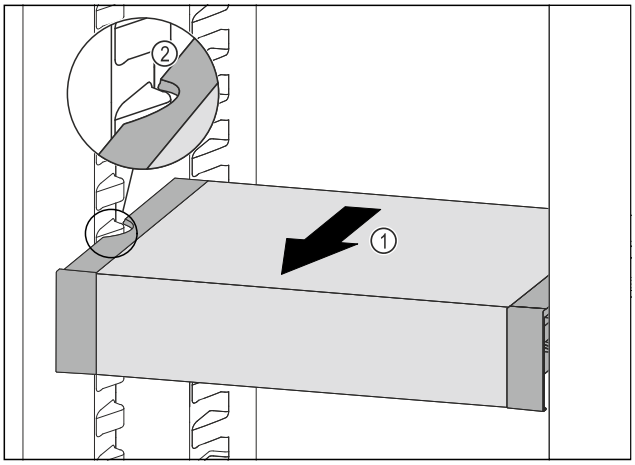

Fig. 187
▶ Trageți în față VarioSafe *Fig. 187 (1)*, până când degajările laterale ale VarioSafe se află la înălțimea nervurii recipientului din frigider. *Fig. 187 (2)*